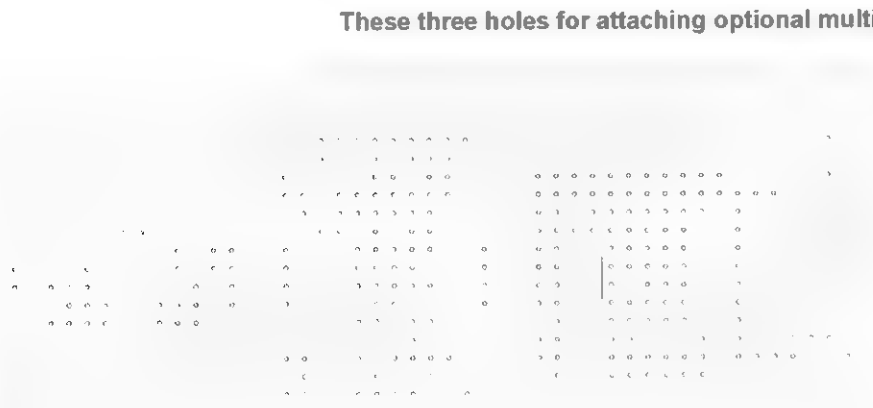

Figure 7-3 *Perforated board*
2. Cut a piece of .1-inch grid perforated board to a size of 5 × 3 inches. Locate and drill the holes, as shown in Figure 7-3. An optional PCB is individually available (refer to Table 7-1).